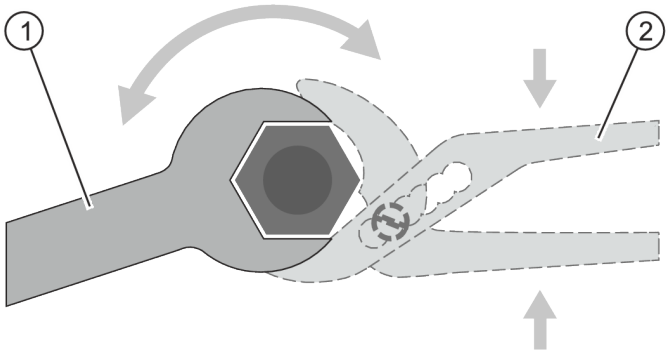

Fig. 33: Holding up with pipe wrench
1. Fix the heat exchanger thread connection using a pipe wrench (Fig. 33/2).
2. Connect the heat exchanger to the on-site connection whilst permanently holding up the thread connection using a hexagon spanner (Fig. 33/1).